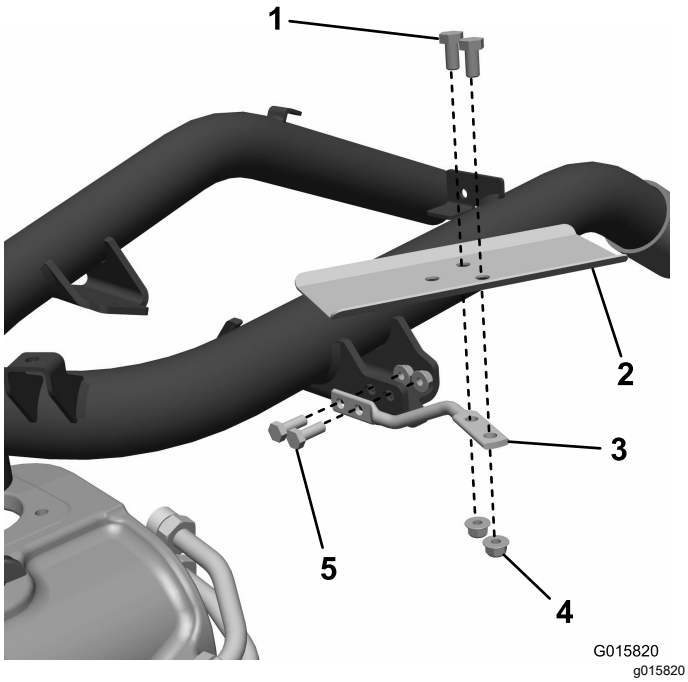

Figure 8
1. Install the wire form to the frame and secure it with 2 bolts (5/16 inch) and 2 nuts (Figure 8).